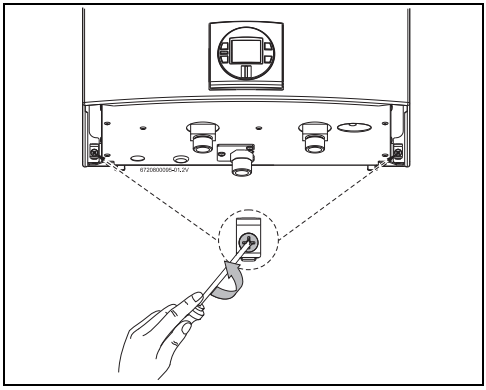

Рис. 23 Ослабьте два винта
- Ослабьте два винта с крестообразной головкой в правой нижней части панели (Рис. 23).